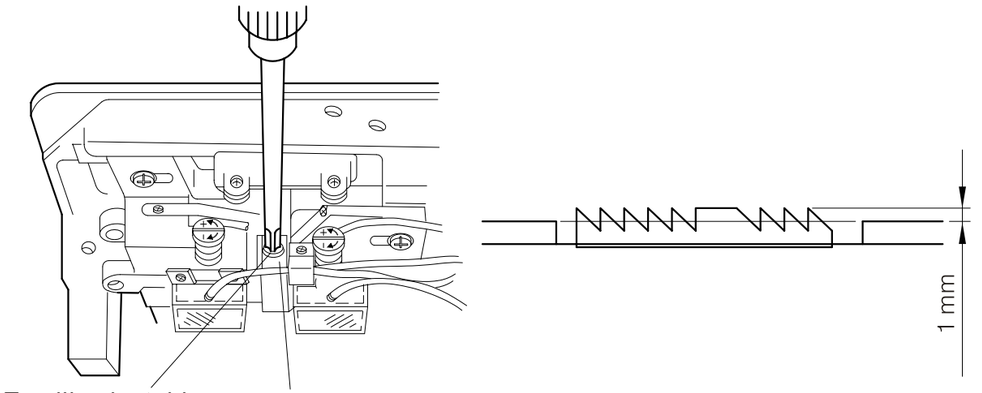

Fig. 13
1. Gire la polea para levantar el transportador dentado al punto muerto superior. Afloje el tornillo y ajuste el equipo de transportador dentado de arriba abajo, mantenga la superficie de los dientes del transportador dentado 1 mm encima de la superficie de la placa aguja. Después, fije fuertemente el tornillo. (Fig. 13)